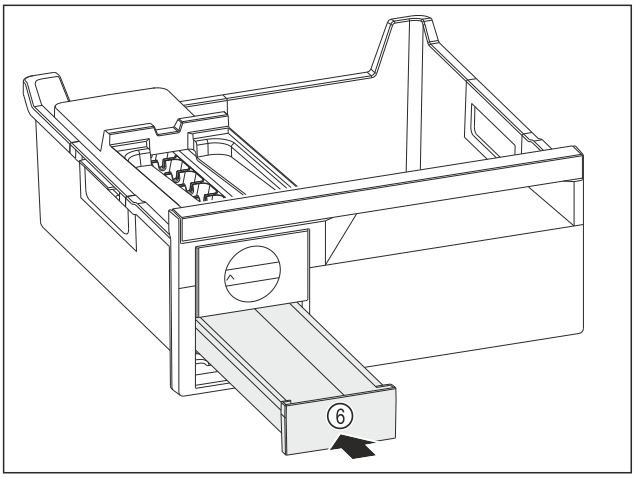

Fig. 115
▶ Inserați sertarul pentru cuburi de gheață *Fig. 115 (6)*.